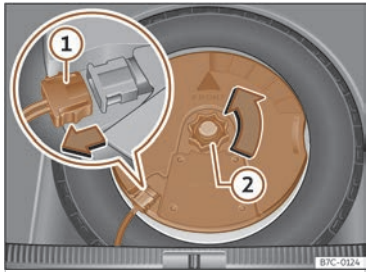

Abb. 213 Im Gepäckraum: Subwoofer ausbauen.
- Ziehen Sie das Subwoofer-Lautsprecherkabel heraus ››› **(Abb. 213)** ①.
- Drehen Sie das Befestigungshandrad entgegen dem Uhrzeigersinn heraus ››› **(Abb. 213)** ②.